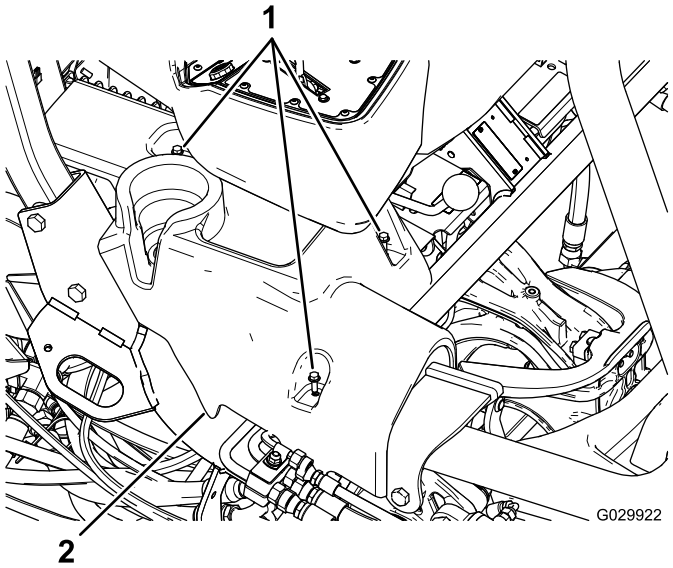

図 1
4. 左右のコンソールを固定しているフランジヘッドボルトを外して、コンソールを外す図 1。